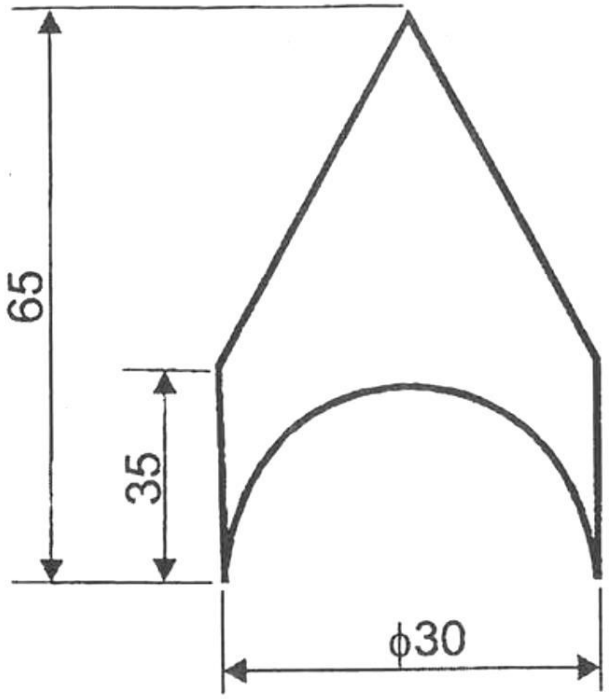

Figure 1 (شكل 1)
(2) All questions carry equal marks.]
5. Draw the development of the cylinder shown in figure 1.